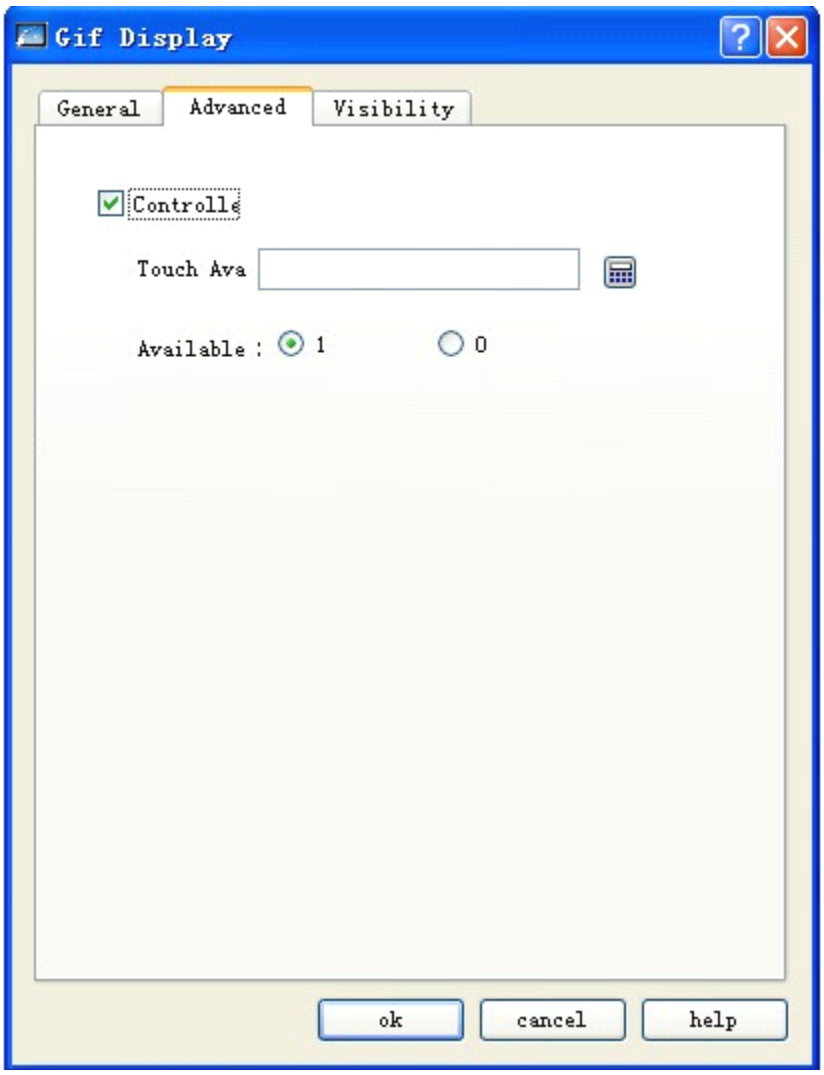

Рисунок 4-54 Вкладка "Advanced"
- Щелкните вкладку "Advanced" для входа на страницу продвинутых настроек. Смотрите рисунок 4-54